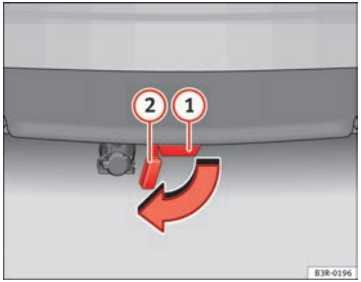

Fig. 163 Rear bumper: Open the cover piece
– Remove the cover piece (2) ⇒ fig. 163 on the mounting fixture (1) below the bumper as far as it will go. The cover piece is held automatically in the open position.